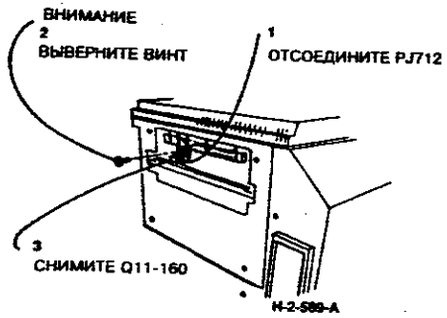

**Рисунок 2. Снятие датчика датчика входа в сортер (Q11-160)**
3. (Рисунок 2) Снимите датчик входа в сортер (Q11-160).